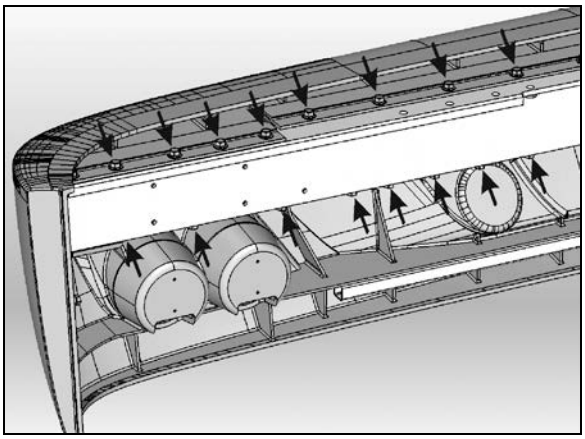

**FIGURE 18: ALUMINUM EXTRUSIONS - BUMPER SKIN REMOVAL**
The bumper skin is pinched to the bumper beam by the use of aluminum extrusions bolted over and under the beam. First, remove the front bumper as per “Front Bumper Removal”. Let the bumper rest face down on the lifting equipment platform. Loosen the aluminum extrusion bolts as required and then detach the skin from the beam (Figure 18).
*In figure 18, if there is an indentation (B) in the dust cap (C) and the cover shows two holes (A), the damper is fitted with a bump rubber (D). If so, fully extend the damper and insert a round bar or screwdriver through the holes. Push the bump rubber down and remove. Remove the split plastic collar (E) (if fitted) from the piston rod.*